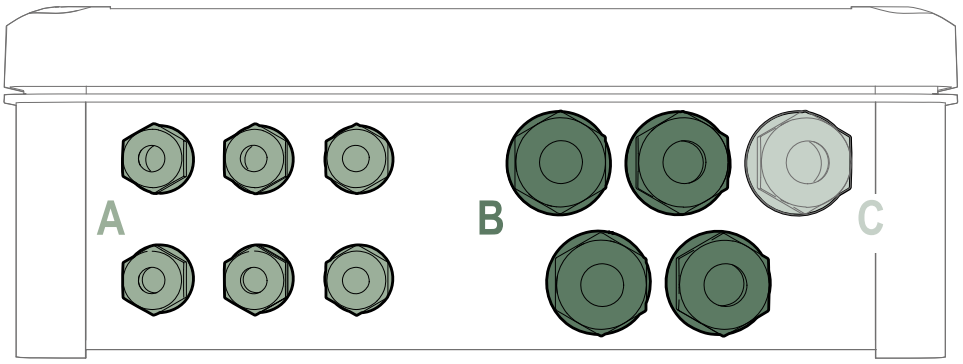

Fig. 7 : Image de face du serre-câble
1. Insérez le câble dans le serre-câble indiqué sur la Fig. 7 (Serre-câble C);
Selon l'application, l'utilisateur peut effectuer d'autres connexions électriques, voir la Fig. 7 .